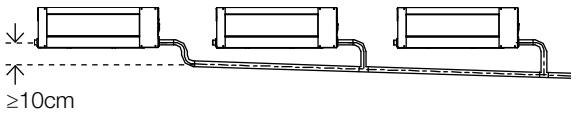

**Fig. 6.5**
**NOTE:** When connecting multiple drainpipes, install the pipes as shown in *Fig. 6.5.*